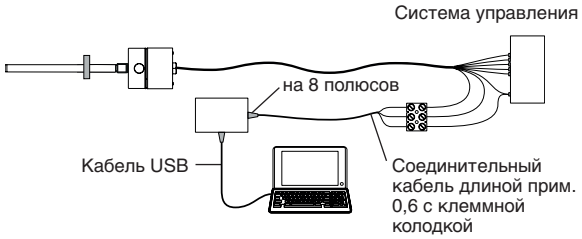

Рис. 6-1: Подключение блока связи с кабельным соединением
1) Рекомендуемый цвет жилы при использовании блока связи USB (см. Рис. 6-1 на стр. 17)